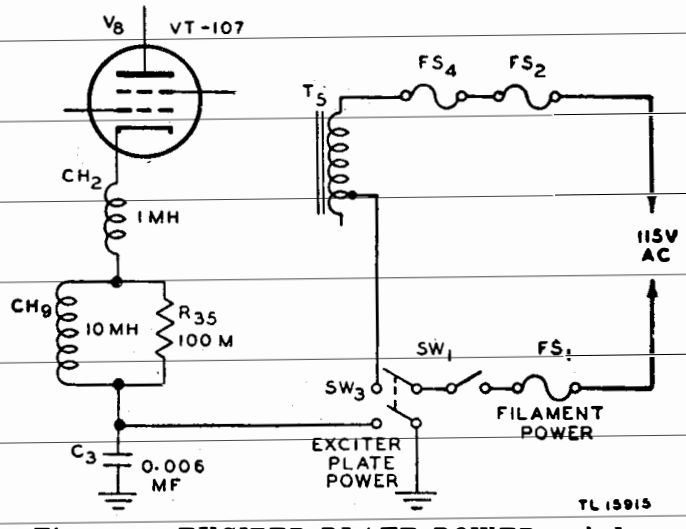

Figure 67. EXCITER PLATE POWER switch—functional diagram.
b. Exciter Plate Power Switch SW_3 (fig. 67). EXCITER PLATE POWER switch SW_3 is located on the front panel of the transmitter. When set to ON, one pair of contacts applies a-c power to the primary winding of transformer T_5, and another pair of contacts grounds the cathode circuit of oscillator tube V_8. This switch is used to apply plate power to the exciter stages during tune-up operations.